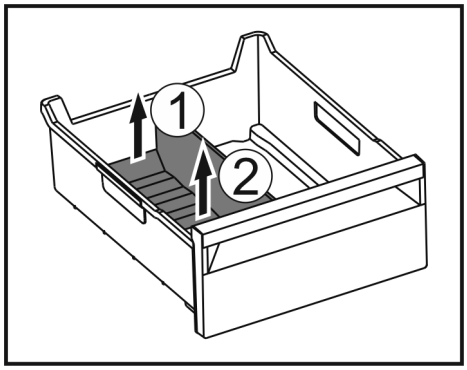

Fig. 243
- ▶ Lift the rear part of the ice compartment divider. *Fig. 243 (1)*
- ▶ Remove the ice compartment divider upwards. *Fig. 243 (2)*